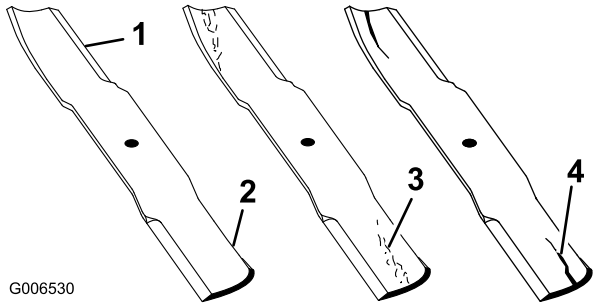

Figuur 49
1. Controleer de snijranden (Figuur 49). Als de randen niet scherp zijn of bramen vertonen, moet u de maaimessen verwijderen en slijpen; zie Maaimessen slijpen.
2. Controleer de messen, met name het gebogen deel (Figuur 49). Als u beschadiging, slijtage of groefvorming in dit deel constateert (punt 3 in Figuur 49), moet u het mes direct vervangen.